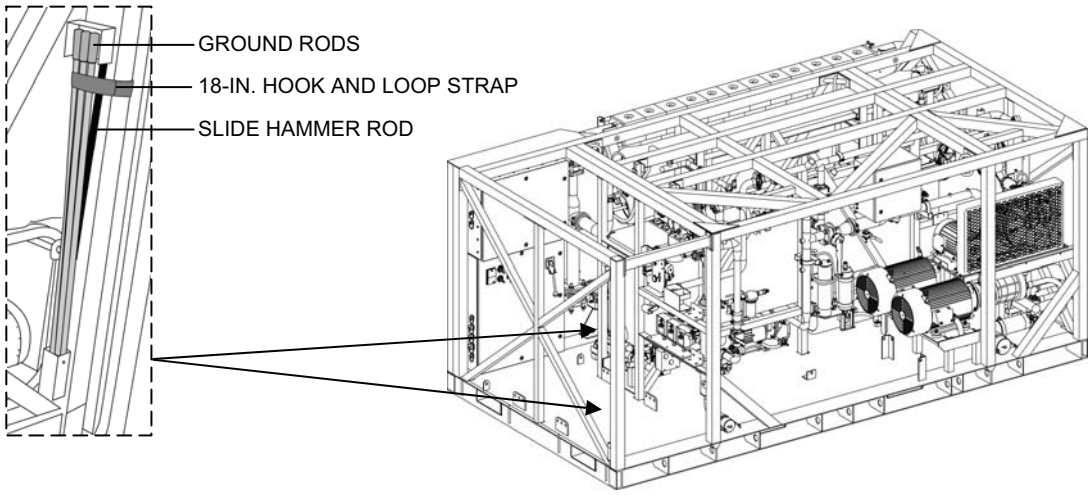

Figure 5. Ground Rod and Slide Hammer Rod Storage.
3. Pack the ground rod sections and the slide hammer rod in the storage brackets at the left front corner of the skid and secure with an 18-in. hook and loop strap (Figure 5).